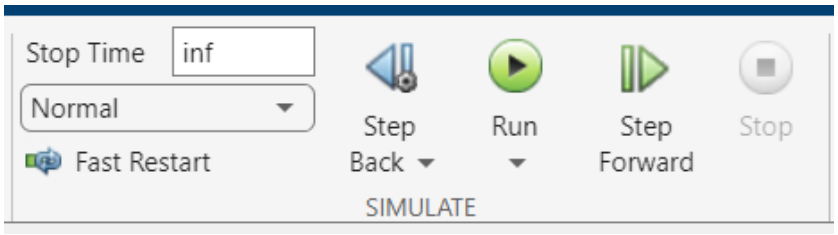

Figure 3. Simulation tab | Run button to start virtual Qube
8. Run the QUARC controller using the `Run` button on the `Simulation` tab as shown in figure 3.
20. In the same section near the Run button as shown in figure 3, set the Stop time to 5 sec.